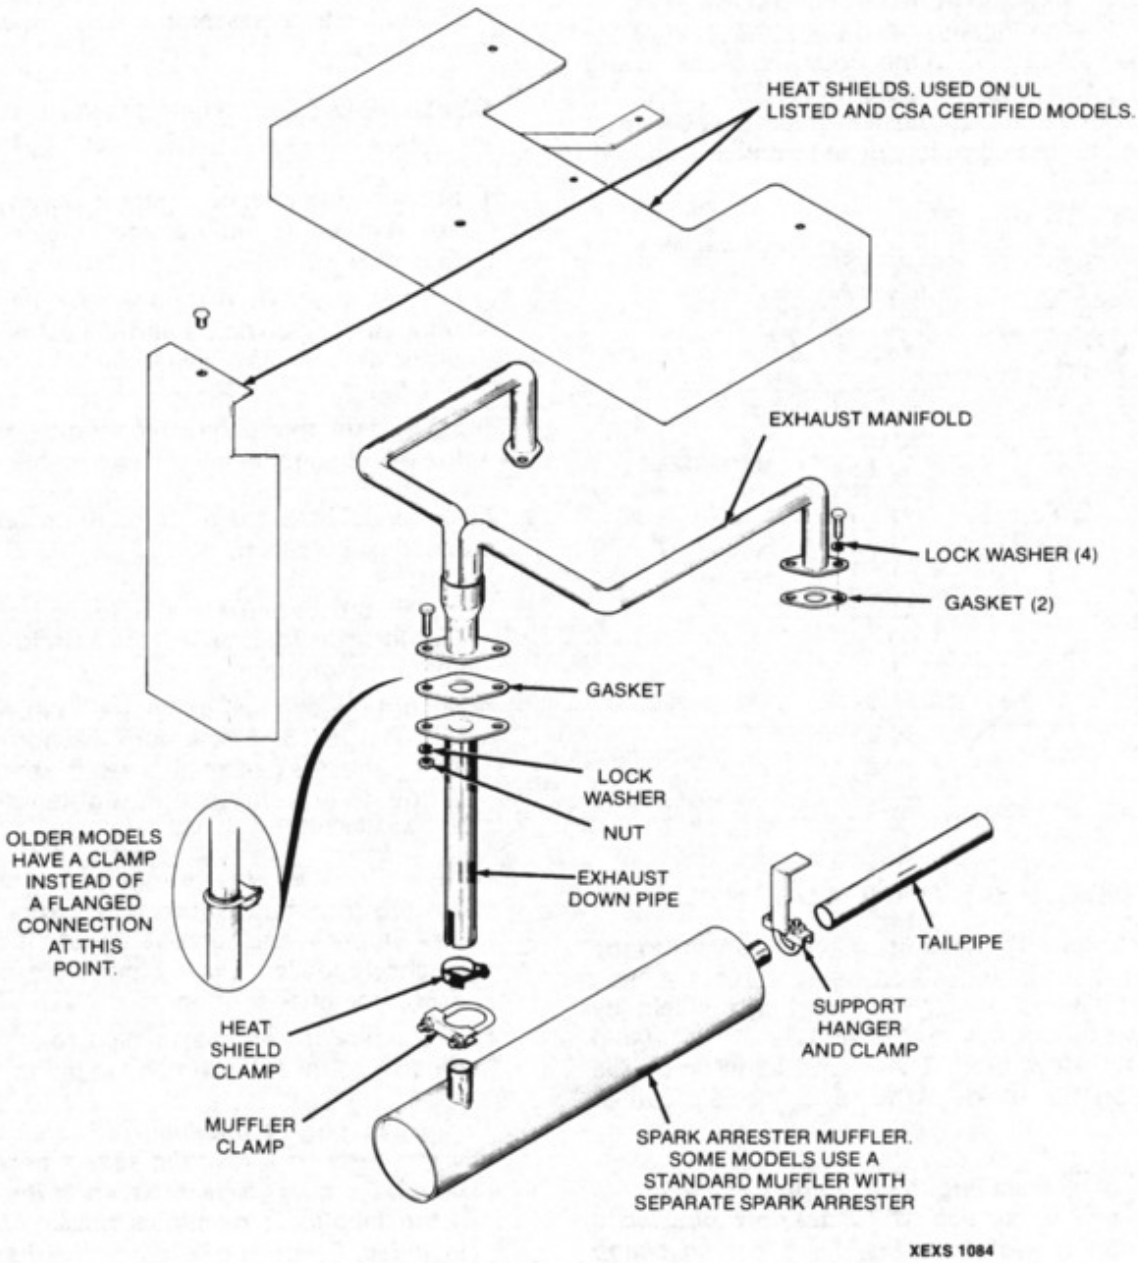

FIGURE 2. EXHAUST SYSTEM
1. Loosen muffler clamp and support hanger clamp(s) and remove the muffler and tailpipe assembly (see Figure 2).